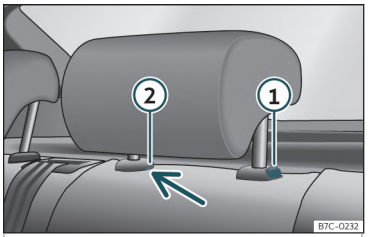

Fig. 105 Tetiera spate: demontarea.
• Apăsați butonul>>> **fig. 105** ①, în timp ce apăsați simultan pe orificiul de siguranță ② cu o șurubelniță cu cap plat de lățime maximă de 5 mm și scoateți tetiera.